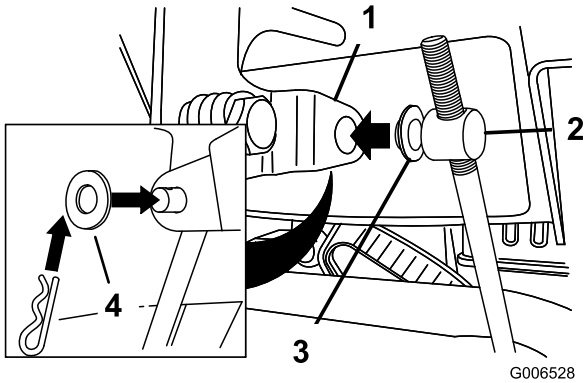

Figur 5
3. Sett en flat skive på vuggetappen (Figur 5).
6. Dra ned på hastighetskontrollstaget, og sett inn vuggetappen i hullet i hastighetsvelgerspaken (Figur 5).
B. Koble vuggetappen fra hastighetsvelgerspaken (Figur 5).
C. Vri vuggetappen nedover (med klokken) på hastighetskontrollstaget (Figur 5).
D. Koble vuggetappen til hastighetsvelgerspaken (Figur 5).